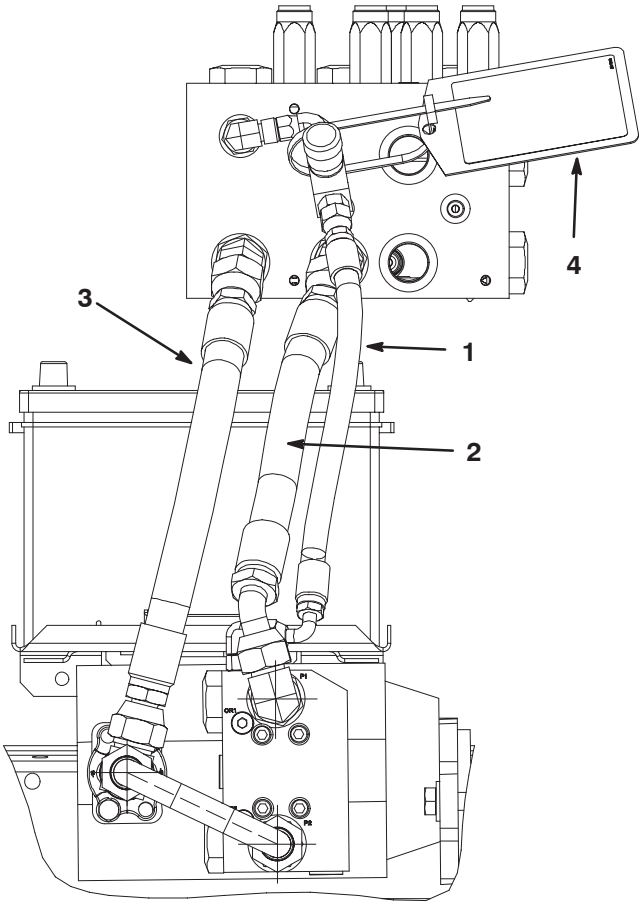

Figure 8
2. Connect hose “A” and the O–rings to the needle valve straight fitting and to the 90 degree fitting on top of the flow combining valve, as shown in figure 8.
3. Connect hose “B” and the O–rings to the 90 degree fitting on the flow combining valve and the 45 degree fitting on the PTO manifold, as shown in figure 8.
4. Connect hose “C” and O–rings to the 45 degree fitting on the PTO manifold to and to the T–fitting at the rear of the pump, as shown in figure 8.
1. Affix the warning decal to one side of the metal tag and the operating decal to the other side. Install the metal tag to the flow combining needle with a cable tire (Fig. 8).